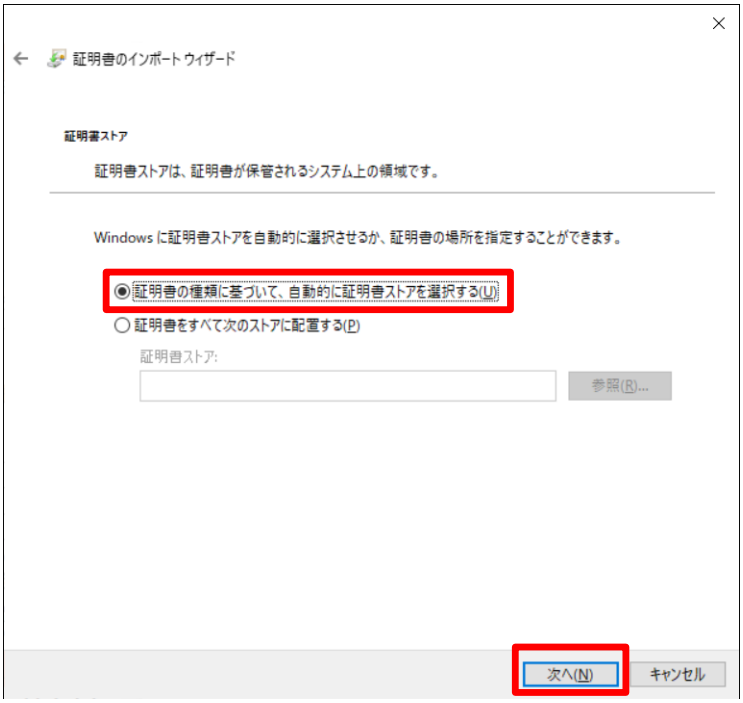

図2.12 証明書のインポートウィザード(証明書ストア)
2. 接続の切断が完了すると、図 2-12のような画面になります。必要に応じて、サーバへの再接続またはGUI画面の終了（ウィンドウを閉じる）を行います。